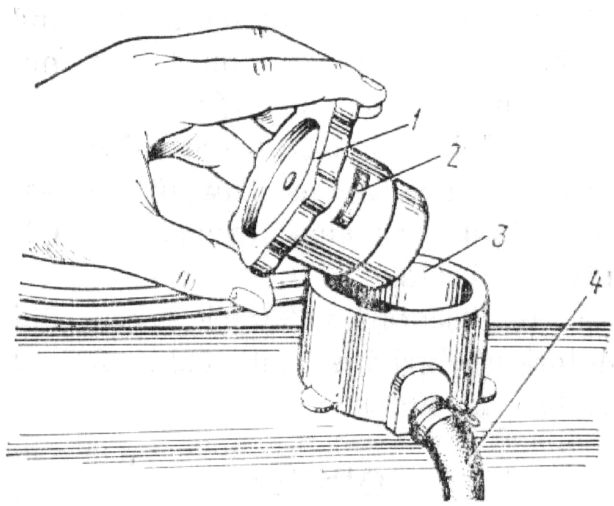
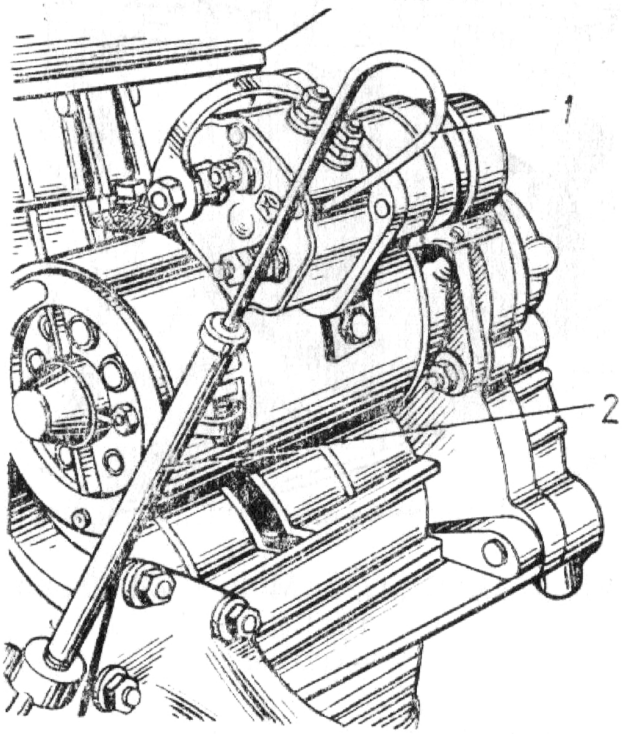

Bild 36. Öleinfüllstutzen für Motor 331.10:
Bild 37. Ölstandanzeiger für Motor 331.10:
Das der Jahreszeit entsprechende Öl (s. Tab. 2) wird in das Motorkurbelgehäuse über den mit dem Einfüllverschluß *1* (vereinigt mit dem Filtereinsatz *2* des Kurbelgehäuseentlüftungssystems) abschließbaren Einfüllstutzen *3* (Bild 36) bis zur Marke MAX am Ölmeßstab *1* (Bild 37) eingefüllt. Motor anlassen, bis zur vollen Öldurchwärmung laufen lassen und abstellen. Nach 5 ... 8 min wieder den Ölstand messen und bei Bedarf Öl bis zur Marke MAX am Ölmeßstab nachfüllen.
1. Kurbelgehäuseentlüftungsrohr *4* (s. Bild 36) von dem Stutzen am Zylinderkopfdeckel lösen und Deckel vom Zylinderkopf abnehmen.